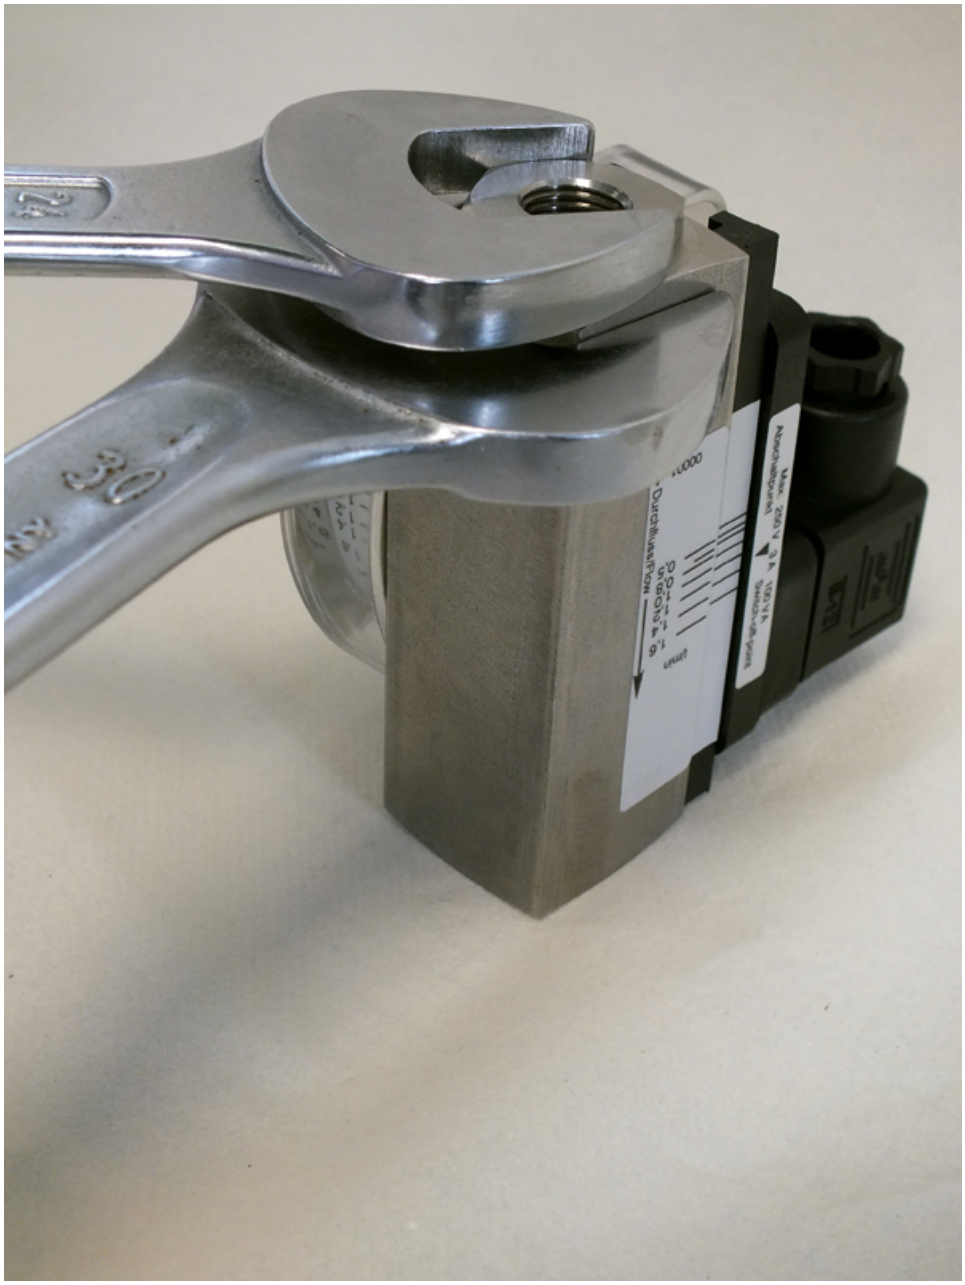

Fig. 58: Tighten process connection (inlet)
5. Using a proper sized fixed spanner, tighten the process connection (inlet). Hold the device body in place using a suitable fixed spanner (*Fig. 58*), and observe the proper torque (➡ *Chapter 11.1 "Tightening torque" on page 96*)